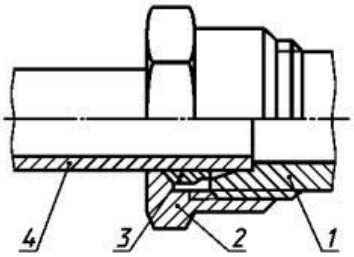

Рисунок 4 – Монтаж резьбового соединения трубопровода с врезающимся кольцом
7.7. Монтаж соединений трубопровода с врезающимся кольцом должен соответствовать требованиям ГОСТ 15763 и производиться в следующем порядке (см. рисунок 4):